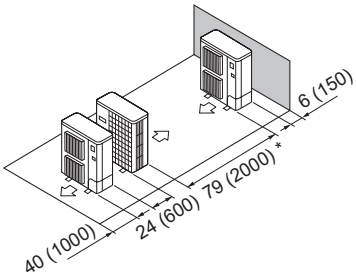

Fig. 2-16
⑤ Disposition pour un seul appareil parallèle (Fig. 2-16)